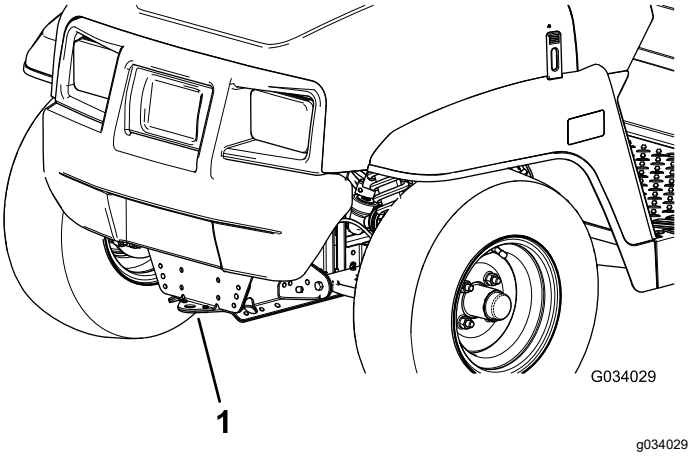
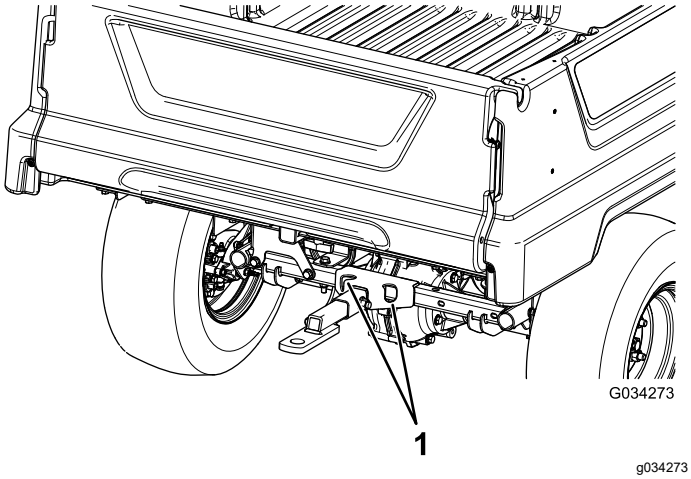

Figuur 21
Figuur 22
Gebruik een aanhanger met oprijplaten over de gehele breedte om de machine over lange afstanden te transporteren. Bevestig de machine aan de aanhangwagen. Zie Figuur 21 en Figuur 22 voor de plaats van de bevestigingspunten van de machine.
2. Bevestig een sleepkabel aan de lip op de voorzijde van het machineframe (Figuur 21).